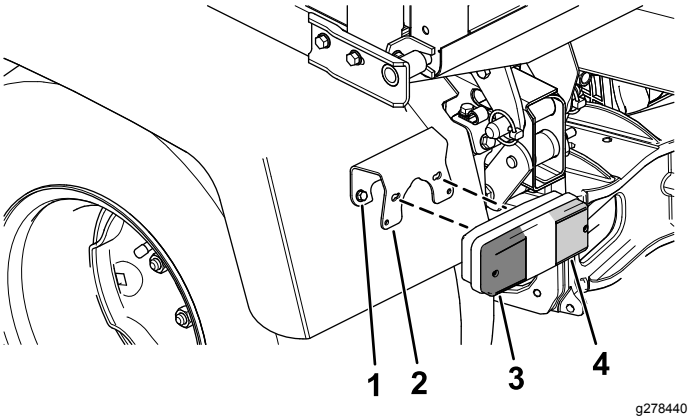

Bild 2
2. Montieren Sie die hintere Brems-/Blinkleuchte mittels der Halterung und zwei Schrauben am Kotflügel (Bild 2).
Hinweis: Stellen Sie sicher, dass die rote Linse (Bremslichter) innen und die gelben Linsen (Blinker) nach außen gerichtet sind (Bild 2).